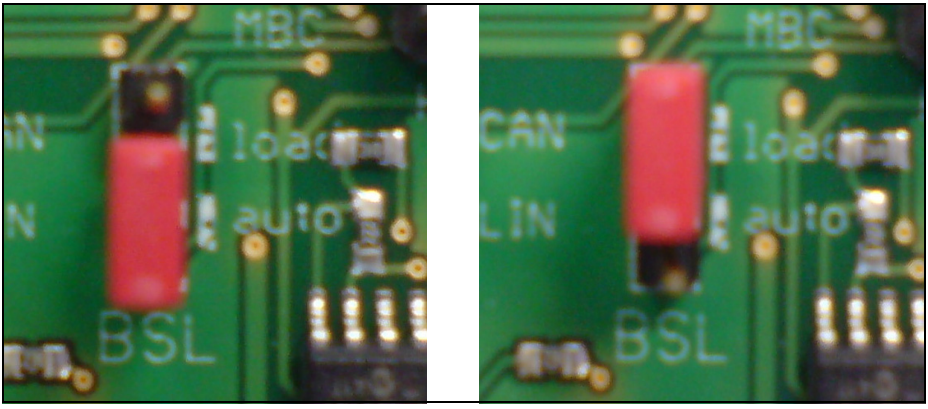

Figure 4-1 J3 closed or opened by insertion or removal of the Jumper
- Bootstrap mode is enabled by insertion of Jumper J3(BSL) and another jumper inserted at COM header indicated by the USB symbol (left side diagram of **Figure 4-1**). The application Hex code can then be downloaded via UART by the FLASH loader program.